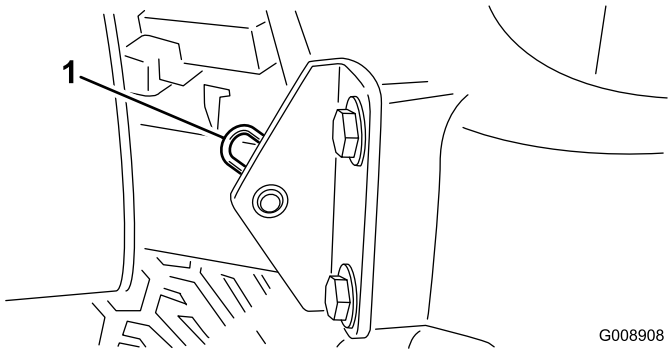

Figur 40
2. Ta bort hårnålssprinten som fäster motorhuvstappen till fästskivorna (Figur 40).